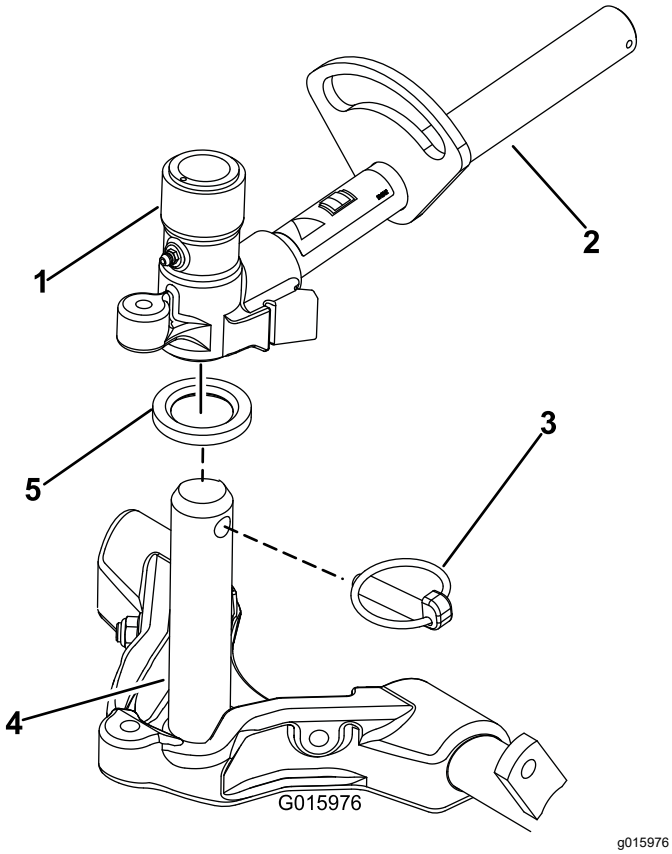

Figuur 16
9. Breng een laag schoon smeermiddel aan op de as van het draagframe (Figuur 16).
10. Als u een voormaaidek monteert, moet u het maaidek onder de hefarm schuiven, terwijl u de as van het draagframe in het juk van het draaipunt van de hefarm steekt (Figuur 16). Zorg ervoor dat de drukring zich op zijn plaats op de as van het draagframe bevindt.
11. Zet de as van het draagframe vast aan het juk van de hefarm met de borgpen (Figuur 16).
B. Plaats het juk van de hefarm op de as van het draagframe (Figuur 16).